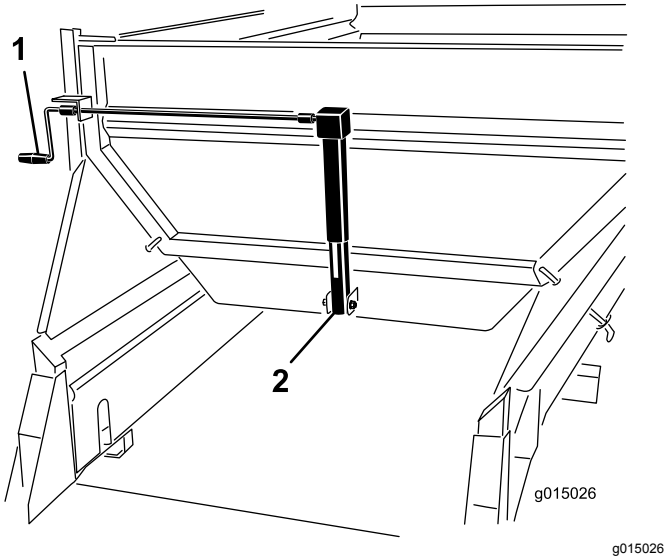

Figuur 46
Draai de krukas om de opening in te stellen (Figuur 46) tot de pijl naar het midden van het gebied met de gewenste kleur wijst (in dit voorbeeld geel).
1. Draai de krukas om de opening in te stellen (Figuur 46) tot de pijl naar het midden van het gebied met de gewenste kleur wijst (in dit voorbeeld geel).